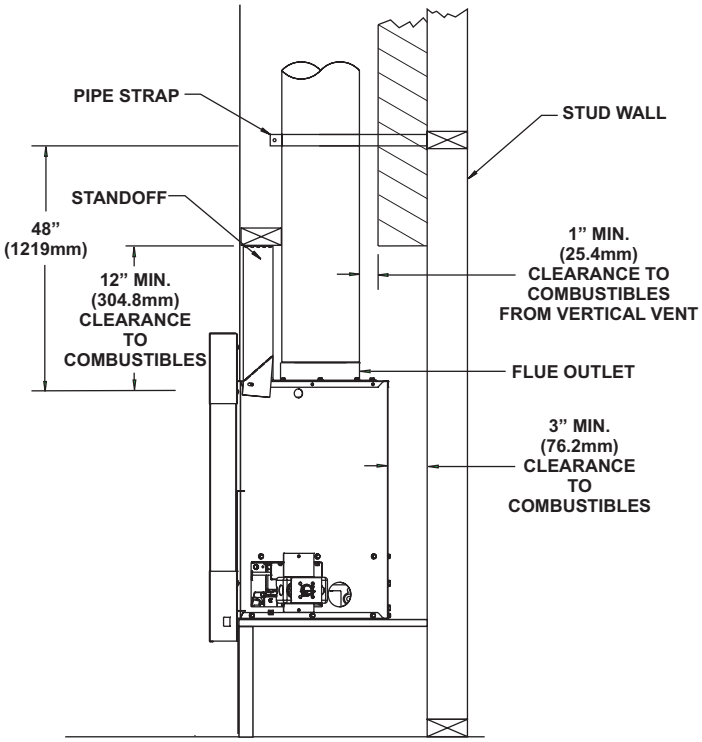

**Figure 30**
**Installing Support Brackets (Figure 30)**